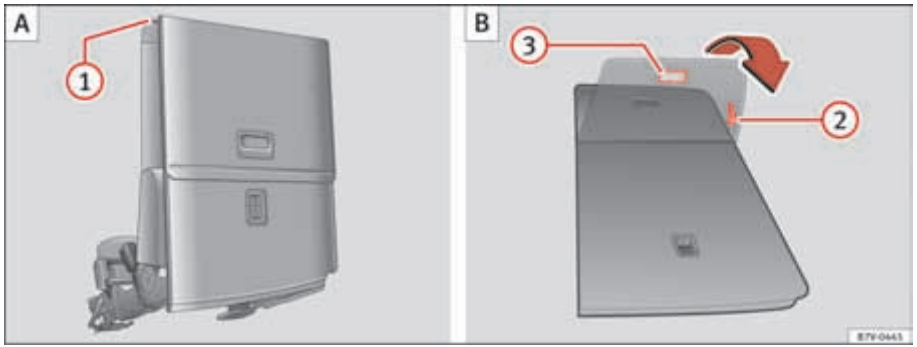

Fig. 96 Third row of seats: fold down the rear seat to load (A) then return to position (B).
- If necessary, pull on the lever ⇒ fig. 96 (2) to move the seat to the required position.
- Pull lever ⇒ fig. 96 (1) back and fold the backrest forwards. The rear seat folds forward ⇒ ⚠ and the cushion also moves forward.
- Pull on the handle ⇒ page 148, fig. 96 (2) to put the seat tray back in position.
- Pull on the handle ⇒ page 148, fig. 96 (3). The entire seat folds backwards.